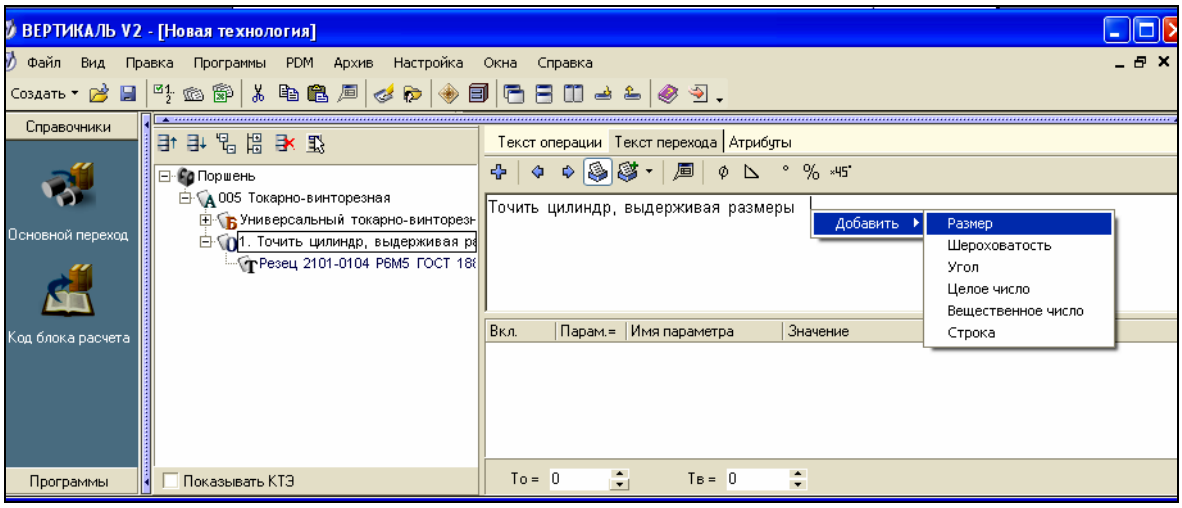

Рисунок 7.1 – Редагування параметризованого переходу
2. Натиснути на праву кнопку миші і в пункті контекстного меню **Добавить** вибрати тип параметра, який необхідно вставити (наприклад, на рис. 7.1. обраний тип «Размер»).